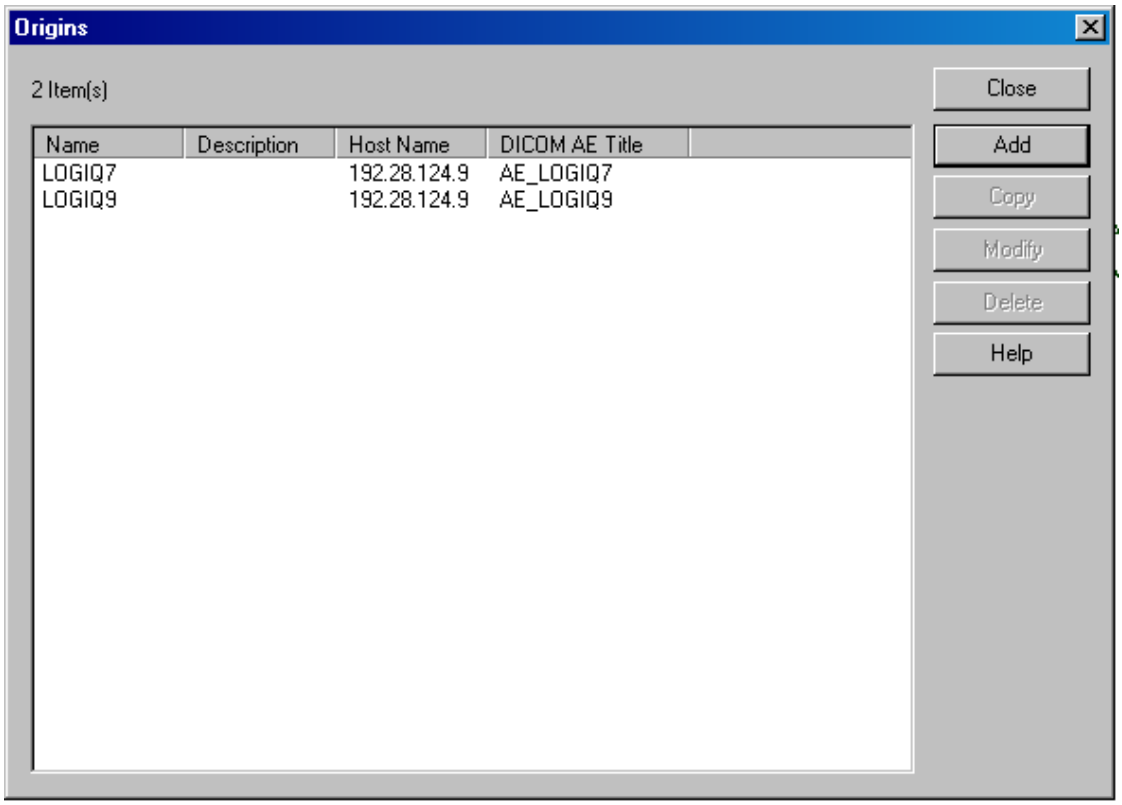

Figure 3-158 Configure Origins (Example)
4.) Click OK to add a new origin in the origins table. Please refer to Figure 3-158 for an example configuration.